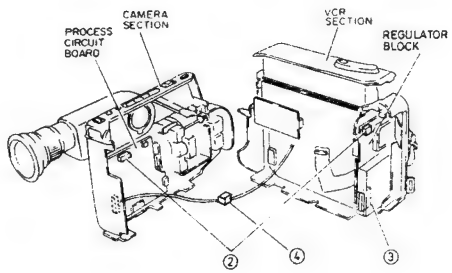

Fig. 2-23
2) Disconnect two (2) connectors (CN515, CN903) on the regulator block and process circuit board. (See Fig. 2-23)
3) Disconnect one (1) flat cable (CN1216) from the regulator block.